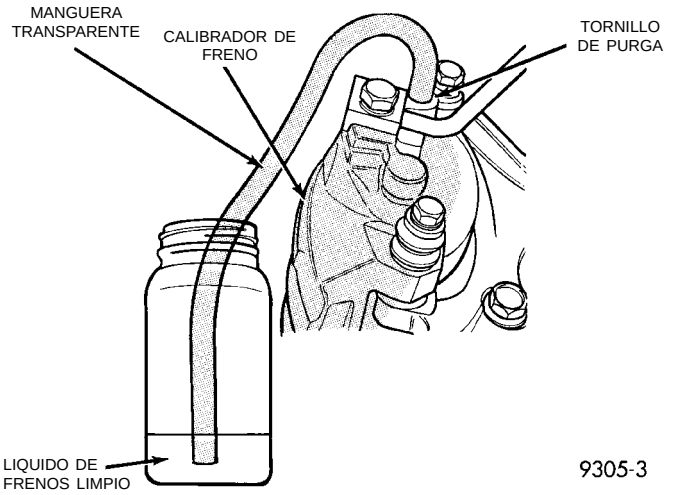

Fig. 34 Método correcto de purga de aire del sistema de frenos (característico)
transparente que contenga suficiente líquido de frenos nuevo como para sumergir el extremo de la manguera (Fig. 34).
(1) Conecte una manguera plástica transparente al tornillo de purga, comenzando por la rueda trasera derecha e introduzca la manguera en un recipiente transparente que contenga suficiente líquido de frenos nuevo como para sumergir el extremo de la manguera (Fig. 34).
(2) Bombee el pedal de freno tres o cuatro veces y manténgalo oprimido hasta abrir el tornillo de purga.
(3) Abra el tornillo de purga por lo menos una vuelta completa. Cuando se abra el tornillo de purga, el pedal de freno caerá.
(4) Cierre el tornillo de purga. Suelte el pedal de freno únicamente **después** de cerrar el tornillo de purga.
(5) Repita los pasos 1 a 3, cuatro o cinco veces en cada tornillo de purga. Verifique luego el recorrido del pedal. Si este recorrido es excesivo o no mejoró, significa que no ha pasado suficiente líquido a través del sistema como para expulsar todo el aire atrapado. Asegúrese de comprobar el nivel de líquido en el depósito del cilindro maestro. Debe mantenerse al nivel adecuado para impedir que el aire vuelva a entrar al sistema de frenos.